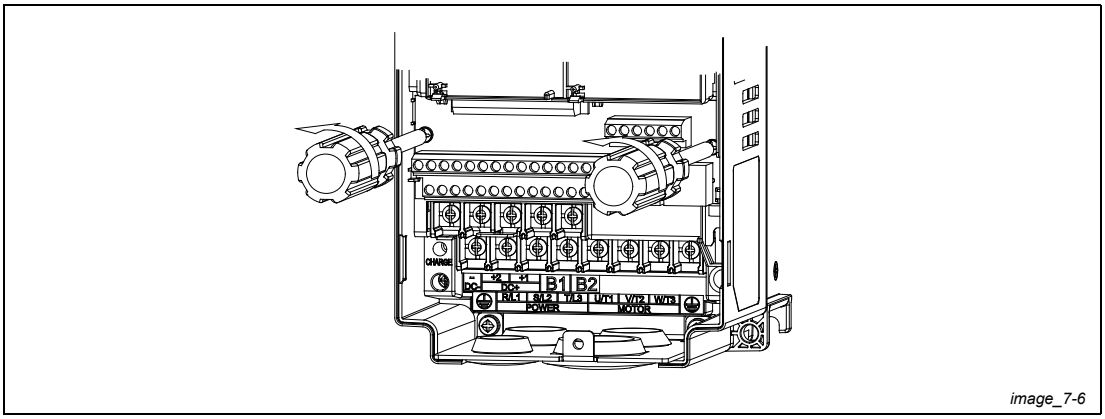

Abb. 7-6: Schrauben entfernen
① Lösen Sie die Schrauben mit einem Schraubendreher (siehe Abb. 7-6).